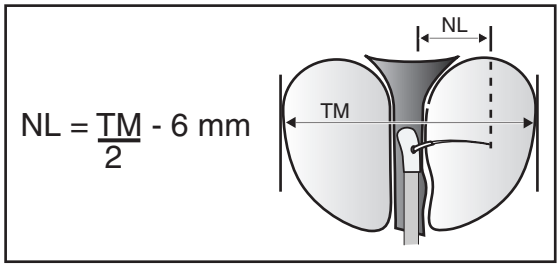

Figure 4-2. Formule de calcul de la longueur des aiguilles
La poignée de traitement comporte six longueurs prédéfinies (de 12 à 22 mm par incrément de 2 mm). Les écrans calorifuges des aiguilles se déploient automatiquement pour protéger l'urètre. Le Tableau 4-1 présente les réglages recommandés pour les aiguilles, établis d'après l'expérience clinique. Ces réglages sont calculés selon la formule donnée à la Figure 4-2. Il est possible que les longueurs des aiguilles doivent être ajustées lors du traitement de l'apex et des régions de base par comparaison avec la région médiane.
7. Placer le sélecteur de longueur d'aiguille de la poignée de traitement sur la valeur appropriée.	Utiliser la formule de calcul de la longueur des aiguilles (Figure 4-2) pour déterminer la longueur appropriée des aiguilles d'après la taille et la mesure transversale de la prostate du patient, ainsi que votre jugement médical.